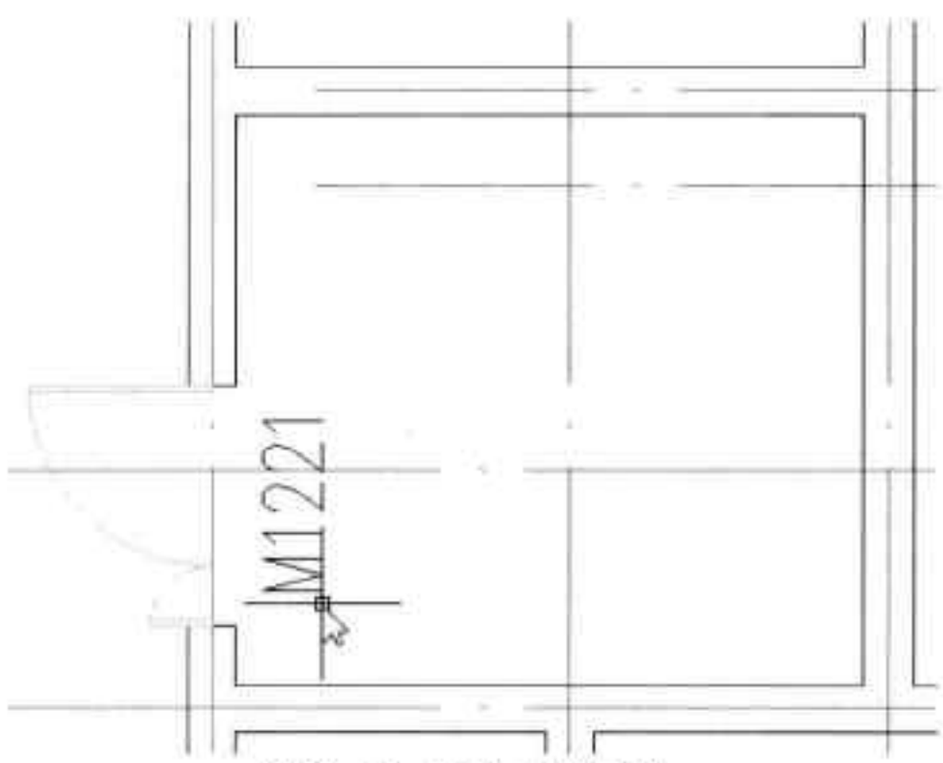

图16-71 插入大门图块
Step 07 指定完成后，即完成了大门图块的插入操作，如图 16-71 所示。